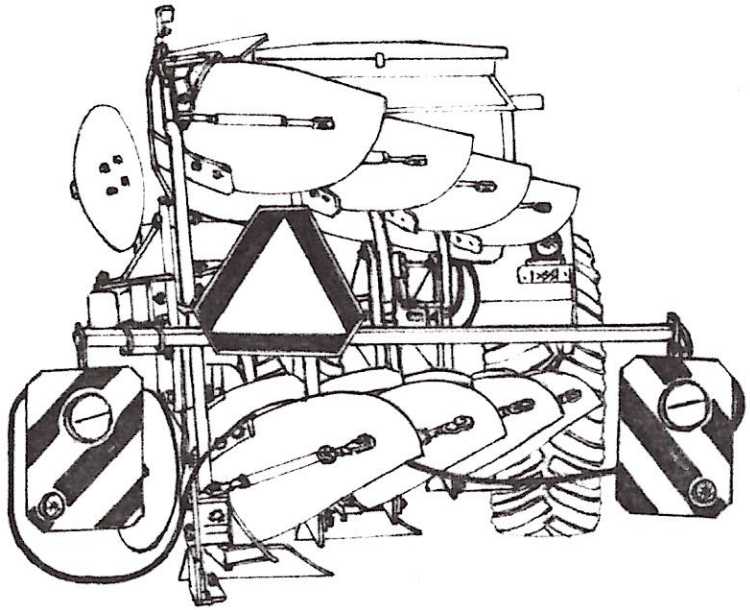

Rys. 1. Pług z zamontowanymi urządzeniami ostrzegawczymi.
* W czasie transportu pługa po drogach publicznych obowiązkowo stosuj urządzenia świetlne, tablice wyróżniającą i boczne światła odblaskowe. Mocowanie urządzeń świetlno-ostrzegawczych pokazano na **Rys. 1.**